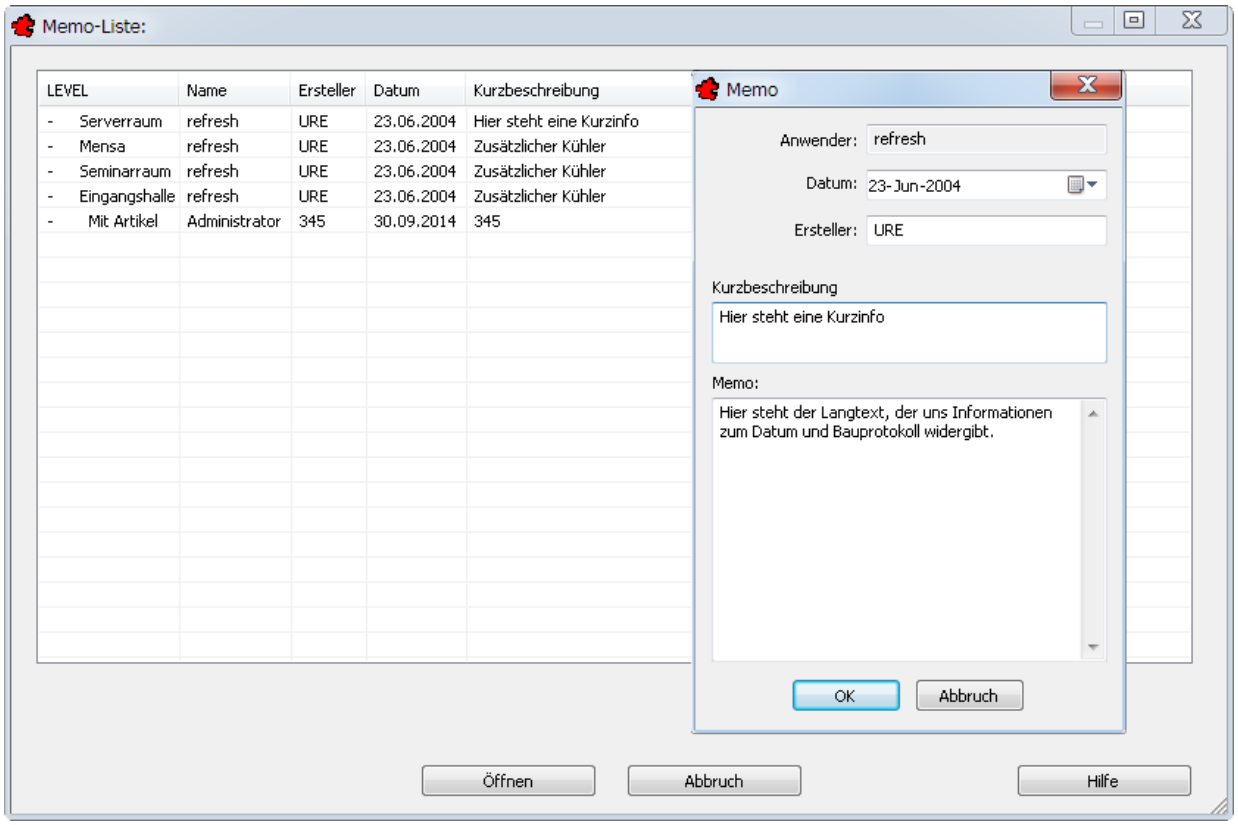

Bild 23.24 – Globales Editieren für Memos
- Wenn Sie sie ohne Suchtext bestätigen, erscheint die Memo-Liste mit allen Memos der gewählten Ebene (Abb. 23.24).